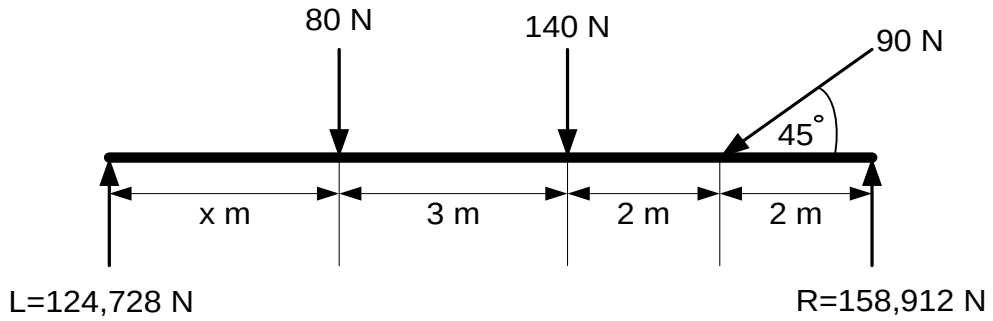

FIGUUR 1
2.3 Beskou FIGUUR 1 en beantwoord die vrae wat volg: